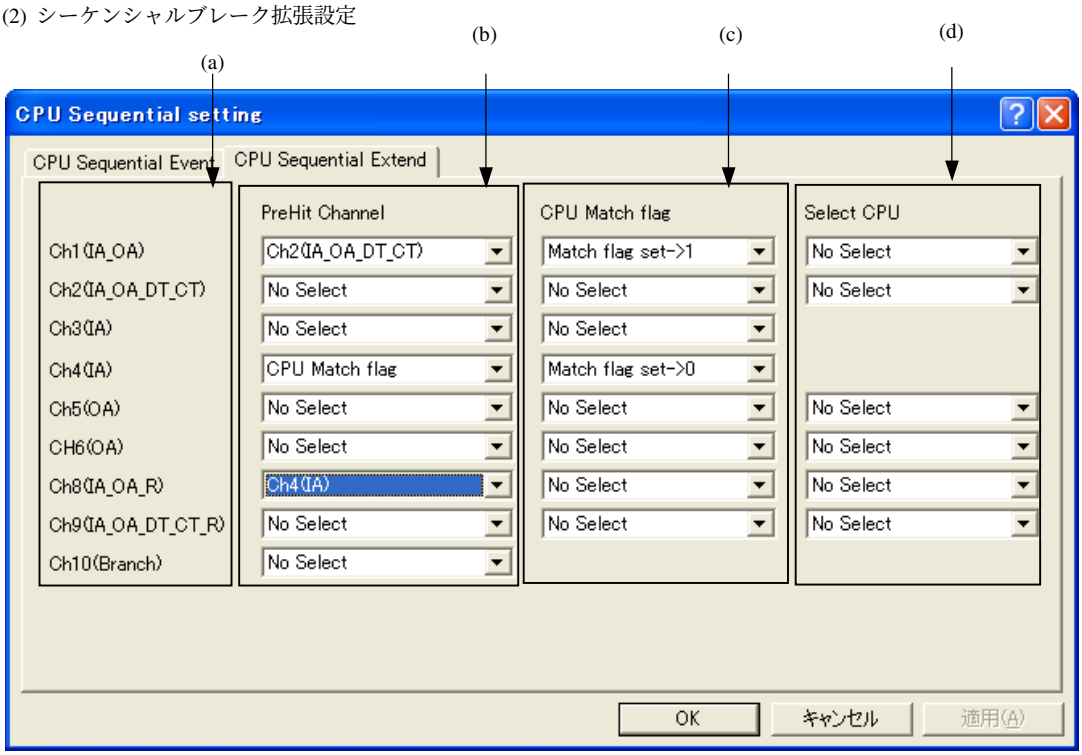

図 2.1 [CPU Sequential Extend]ページ
5. [CPU Sequential Extend]ページを図2.1のように設定します。